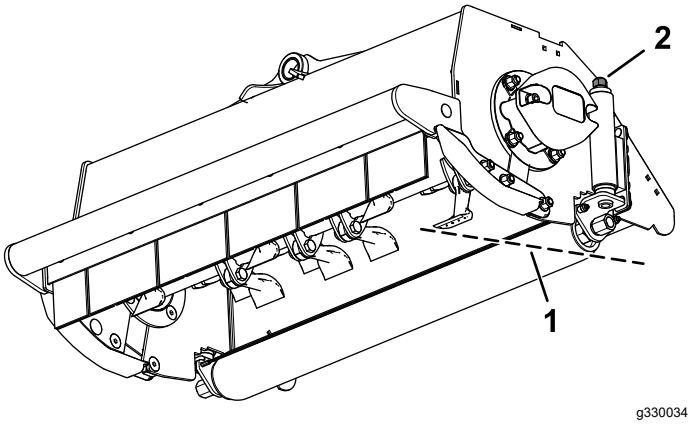

Figur 26
1. Drej justermøtriksamlingen i begge ender med uret for at mindske klippehøjden eller mod uret for at øge klippehøjden (Figur 26).